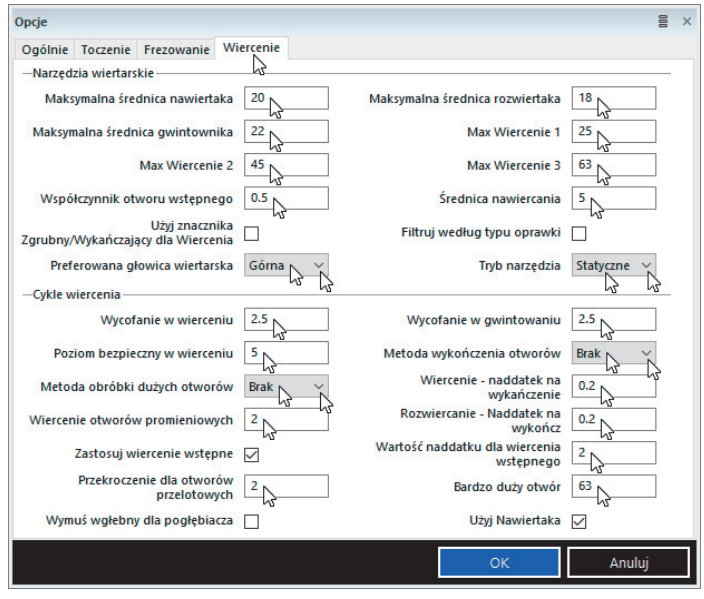

Rysunek 9.64. Widok okna dialogowego Opcje tablicy planowania — karta Wiercenie
5. Wybierz kartę *Wiercenie*, przeglądnij oraz zmień poszczególne opcje i ustawione parametry (rysunek 9.64).